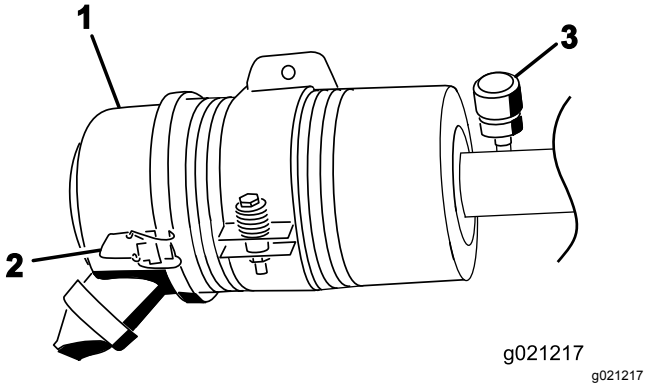

Figur 57
Utför bara service på luftrenarfiltret när serviceindikatorn (Figur 57) anger att det krävs. Om du byter luftfiltret tidigare ökar det risken för att smuts kommer in i motorn när filtret har avlägsnats.
1. Lossa spärrhakarna som håller fast luftrenarkåpan på luftrenarhuset (Figur 57).